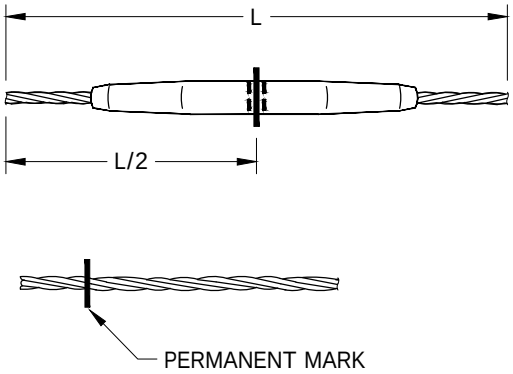

FIGURE 2
C. MEASURE THE CONDUCTOR END, MAKING A PERMANENT MARK 1/2 THE LENGTH OF THE AUTOMATIC SLEEVE, FROM THE CONDUCTOR'S END. (FIGURE 2)